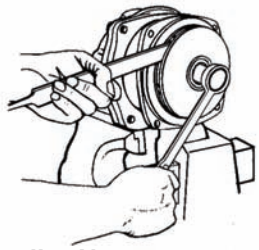

Figure 11
2. To remove the Impeller Nut, clamp the Flange in a vise and insert a large screwdriver or file (at least 10" long) into the Impeller Vanes to prevent the Impeller from turning when loosening the Impeller Nut. Use a socket wrench (3/4" for Series 9000C or 5/8" for Series 9200C and 9400C) to remove the Impeller Nut by turning it counterclockwise (See Figure 11). [*Use 7/8" deep socket wrench to remove plastic seal nut, then 9/16" deep socket to remove metal jam nut, rubber gasket and washer.*]